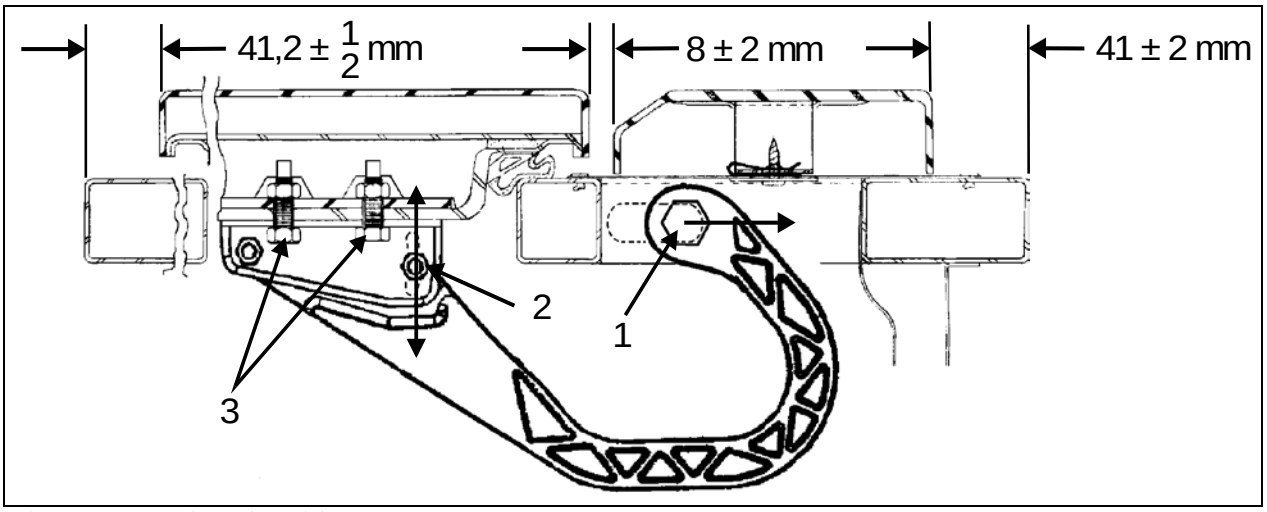

FIGURE 75: EVAPORATOR DOOR 18198
2. Loosen nut (1, Figure 75).
4. Tighten nut (1, Figure 75).
5. Loosen nut (2, Figure 75). Hinge allows the door to be shifted "IN or OUT".
7. Loosen screws (3, Figure 75). Screws allow the door to be shifted "UP or DOWN".